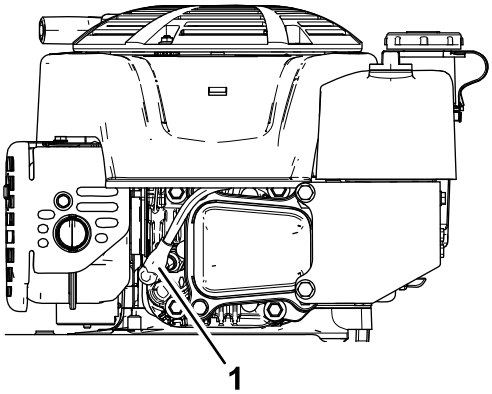

Figur 30
2. Kobl tændrørskablet fra tændrøret (Figur 30).